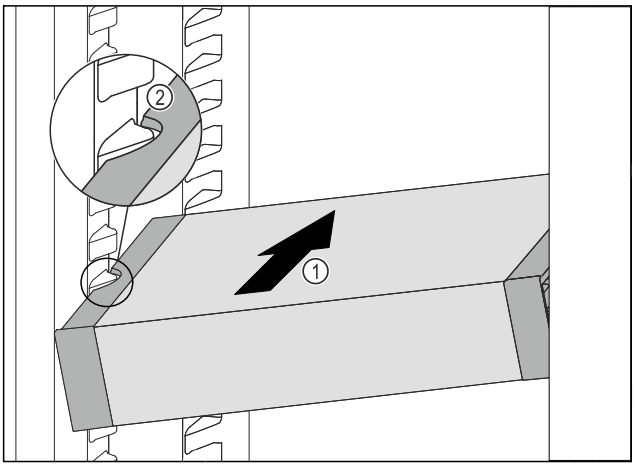

*Fig. 175*
▶ Împingeți VarioSafe oblic în frigider *Fig. 175 (1)*, până când degajările laterale *Fig. 175 (2)* ale VarioSafese află la înălțimea nervurii recipientului din frigider.